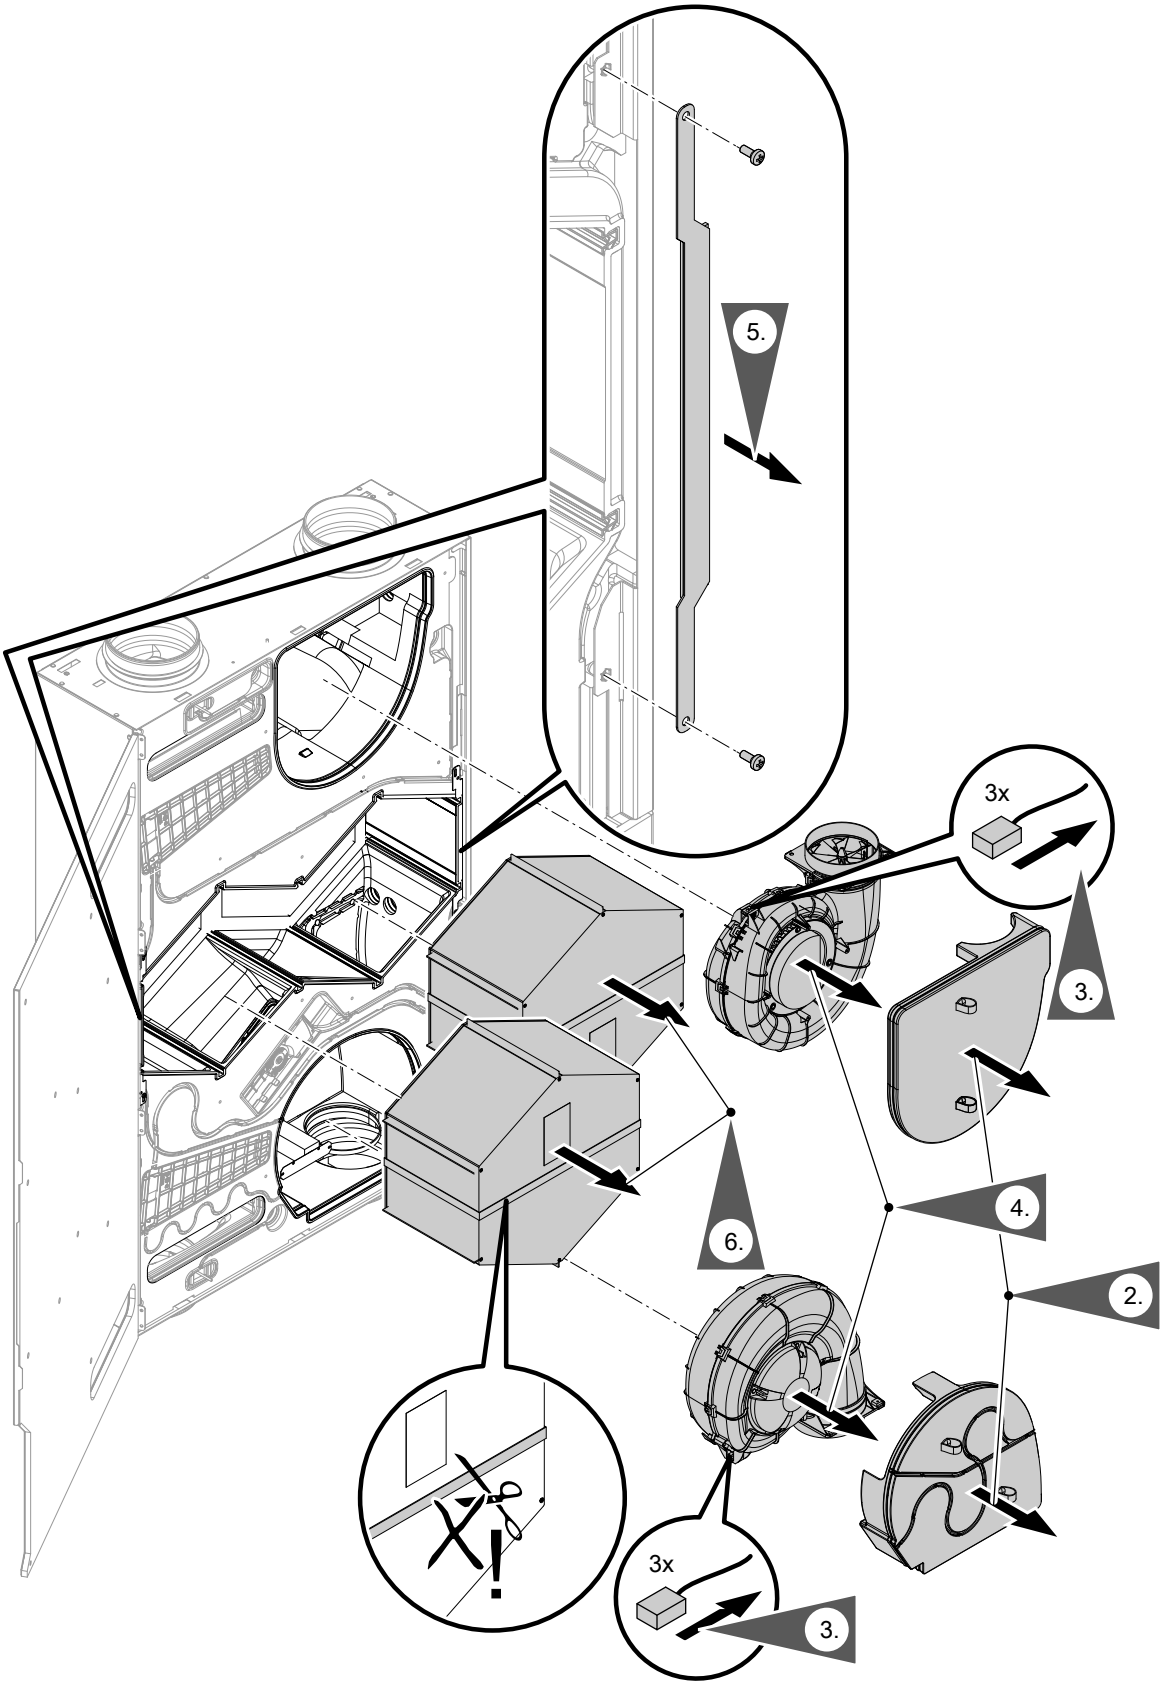

Rys. 27
1. Zdemontować wentylatory, patrz rys. 27 na stronie 36, kroki 2 do 4.
5. Zmontować urządzenie wykonując czynności w odwrotnej kolejności, patrz rys. 27 na stronie 36, kroki od 4 do 2.